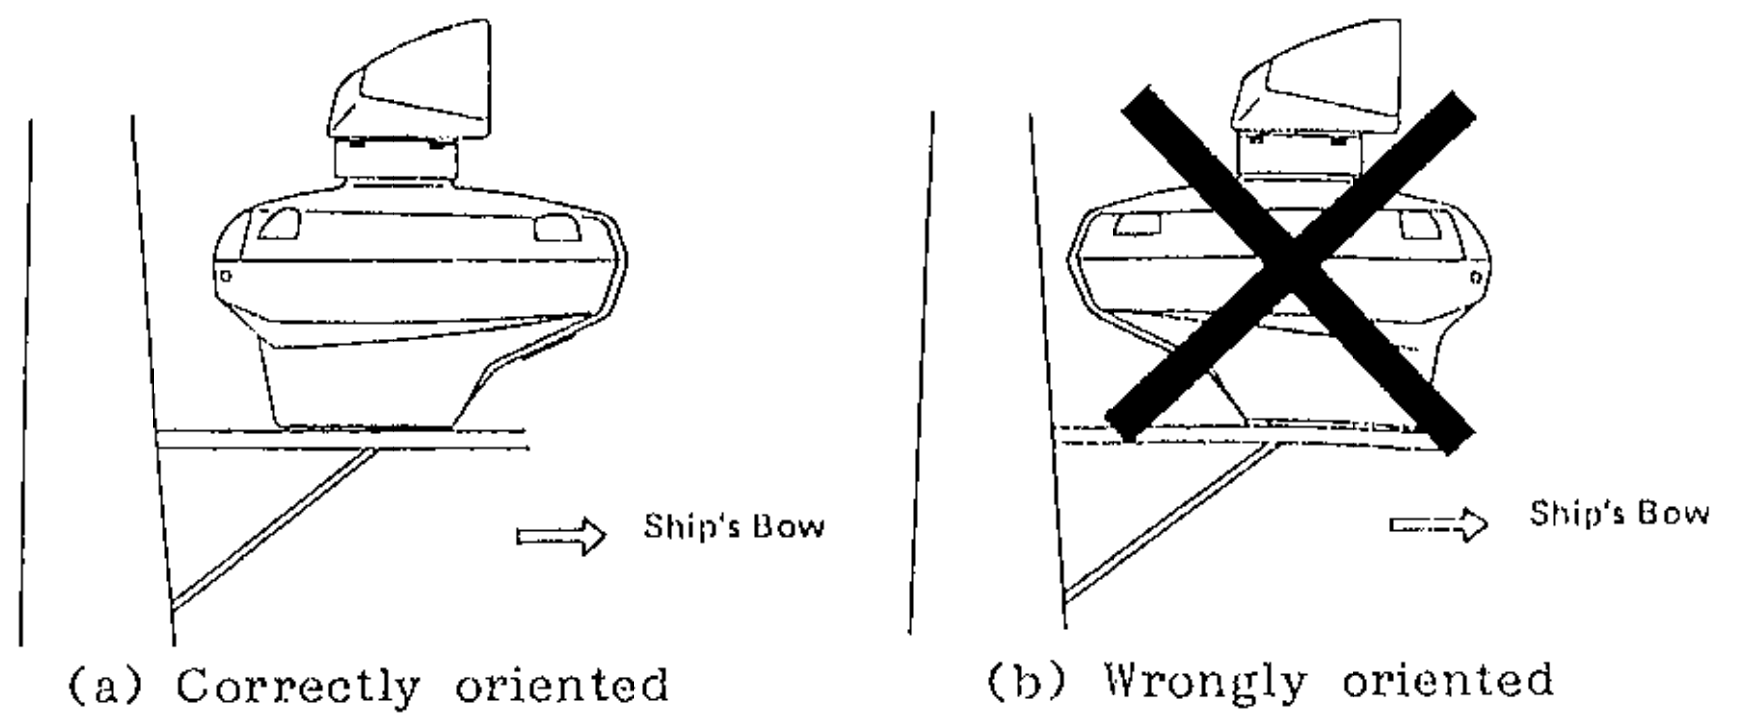

Fig.6-1. Mounting of Scanner Unit
3. Place the scanner housing on the chosen position, and orientate it as shown in Fig.6-1(a).